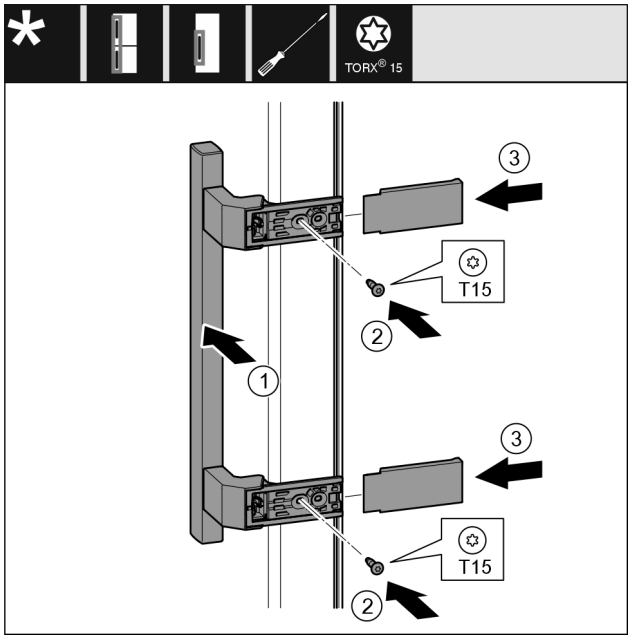

Fig. 22
▶ Placer la poignée *Fig. 22 (1)* du côté opposé.
▶ Serrer les vis *Fig. 22 (2)* avec un tournevis.
▶ Placer les caches *Fig. 22 (3)* sur le côté et les faire glisser.